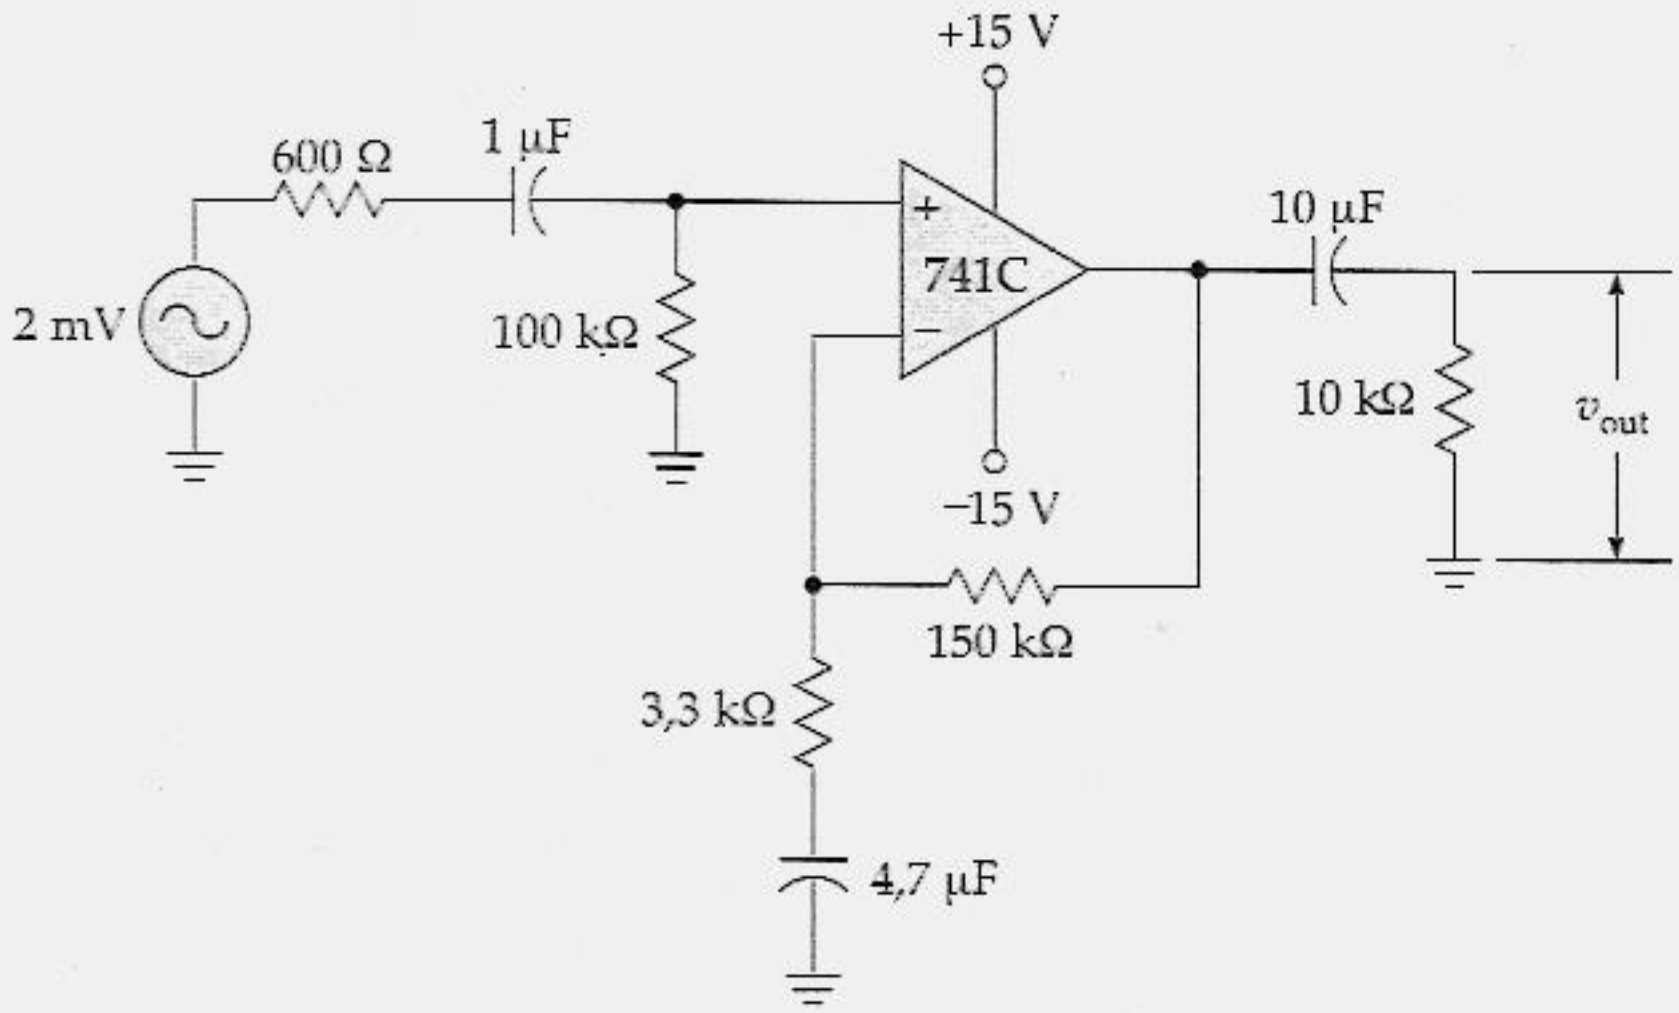

Figura 20.37
20.1 Qual a tensão de saída na banda média do circuito da Figura 20.37? Qual a freqüência crítica superior de malha fechada? E as três freqüências críticas inferiores?
20.3 O resistor da Figura 20.37 tem uma tolerância de ± 5%. Qual a tensão de saída na banda média do circuito da Figura 20.37?